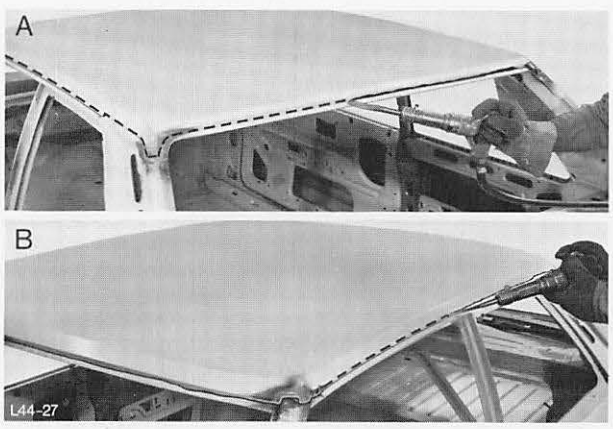

Abb. 23 A = Dachhaut entlang der Fensteröffnung trennen
2. Dachhaut-Verbindung an Front- und Rückwandfenster, Regenrinnen sowie C-Säulen trennen, Abb. 23.